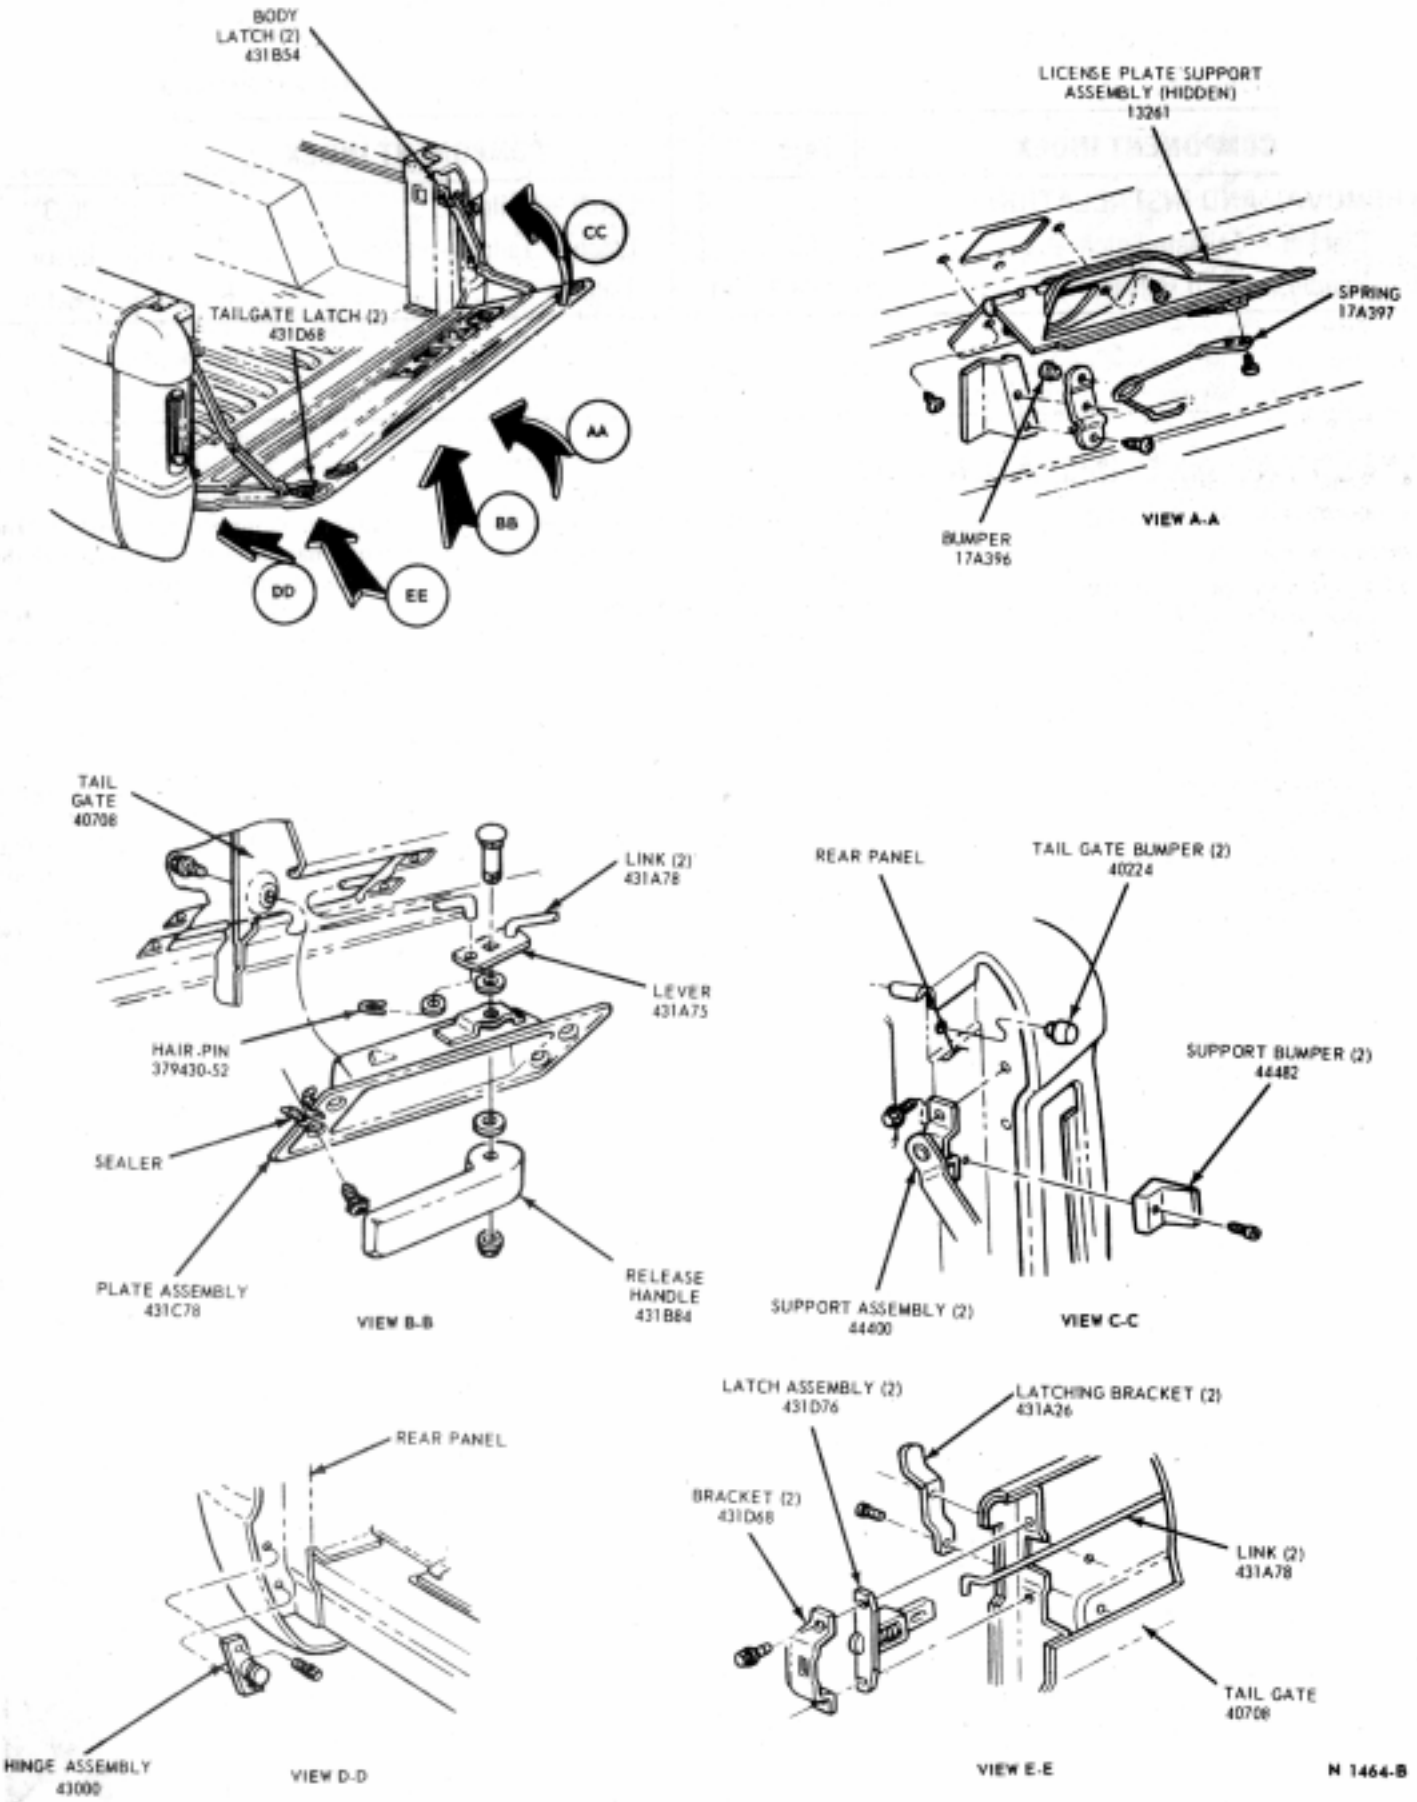

FIG. 2 Tailgate Installation—Bronco
1. Unlatch the tailgate handle and lower the tailgate (Fig. 2). Disconnect the left and right support assemblies at the tailgate.
3. Remove the four screw and washer assemblies that secure the left and right hinge assemblies (Fig. 2) to the body.
1. Position the hinge assemblies on the tailgate and then position the tailgate on the body (Fig. 2).
2. Secure each hinge assembly to the body (Fig. 2) with two screw and washer assemblies.
1. Remove the two screw and washer assemblies that secure the release handle mounting plate assembly to the inner panel of the tailgate (Fig. 2).